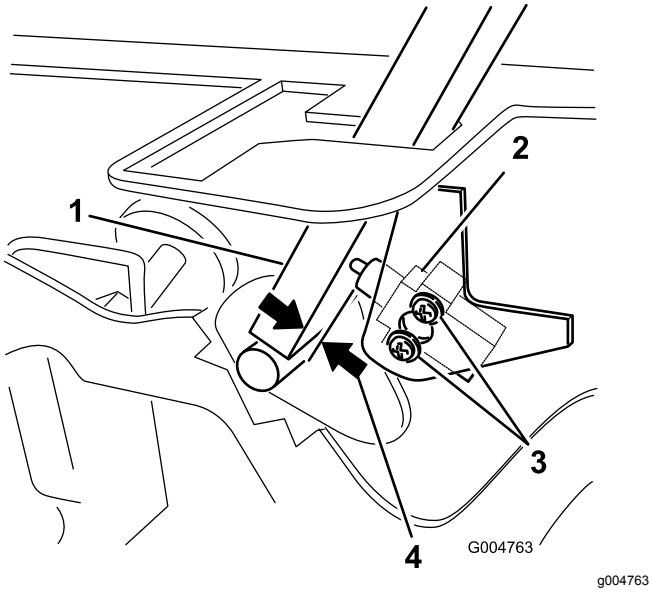

**Rysunek 47**
3. Poluzuj 2 śruby mocujące przełącznik blokady (Rysunek 47).
4. Trzymając dźwignię sterowania przy ramie, przesuwaj przełącznik w kierunku dźwigni, aż odległość pomiędzy dźwignią i obudową przełącznika wyniesie od 0,4 do 1 mm, jak pokazano na Rysunek 47.